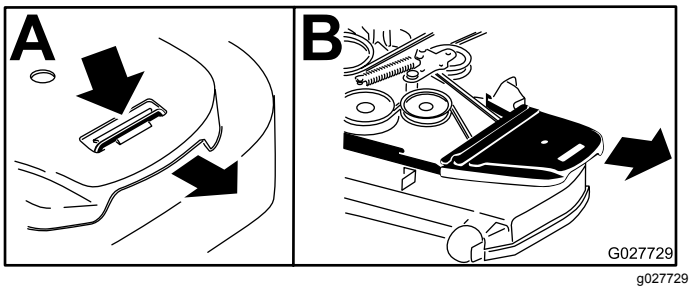

Figur 94
7. Ta bort remmens plastskydd (Figur 94).
6. Ta bort remkåporna (Figur 94).